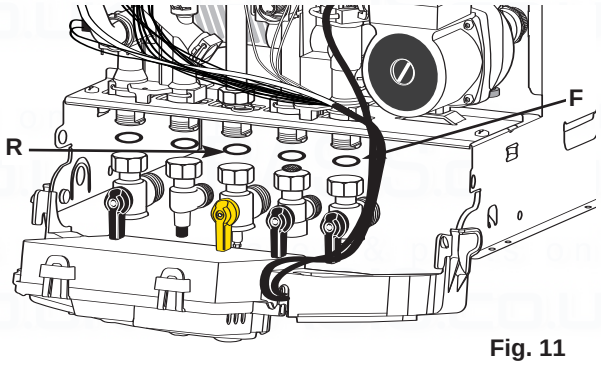

Fig. 11
If required, there is space for all piping to pass behind the boiler. Using fig. 11 for reference, connect the gas and water pipes and the valves to the base of the appliance using the tails provided. There is a 190 mm space between the valves and the wall to make these connections.
- Hinge down the front panel (fig. 11) to access to the valve connections